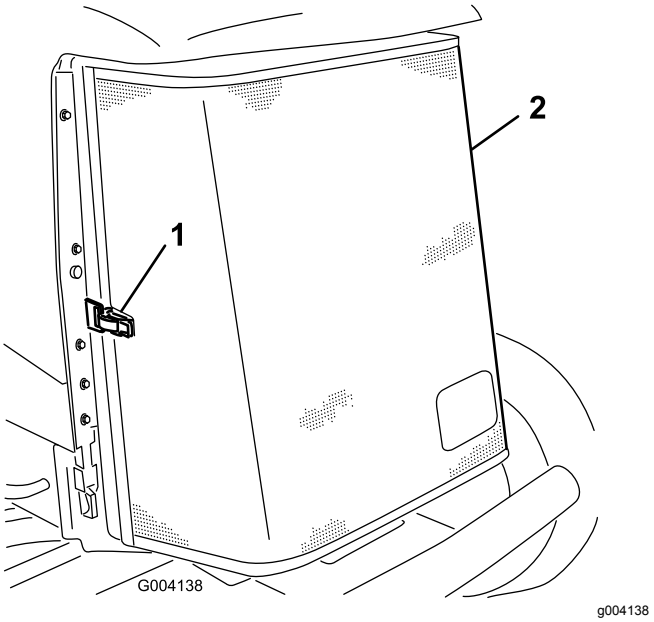

Figur 69
3. Lås klemmen op, og drej kølergitteret for at åbne det (Figur 69).